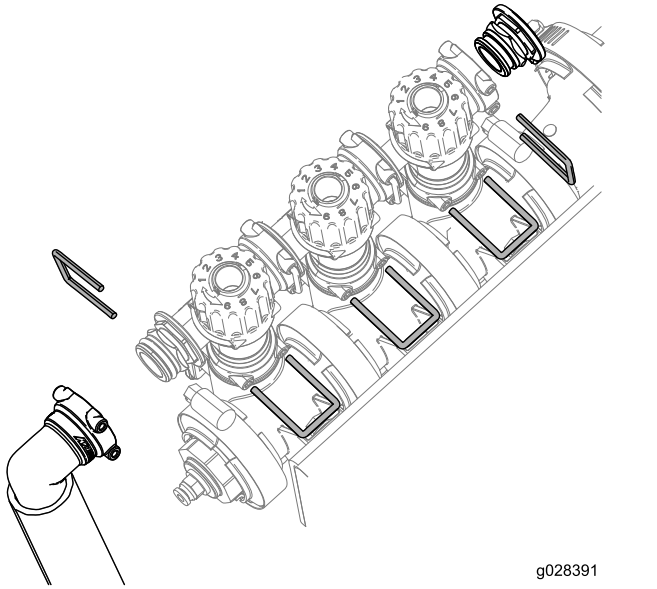

Figura 4
3. Remova os retentores que fixam o conjunto de ajuste de derivação, tampão da extremidade e conjunto de união e tubo como se mostra na Figura 4.